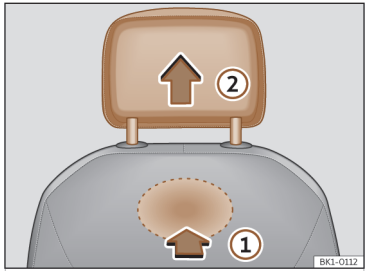

Abb. 93 Kopfstütze vorne ausbauen.
- Lokalisieren Sie zum Entriegeln der Kopfstütze die Aussparung im markierten Bereich auf der Rückseite der Sitzlehne und drücken Sie in Pfeilrichtung ››› **(Abb. 93)** ①.
- Ziehen Sie die Kopfstütze in Pfeilrichtung ② heraus.